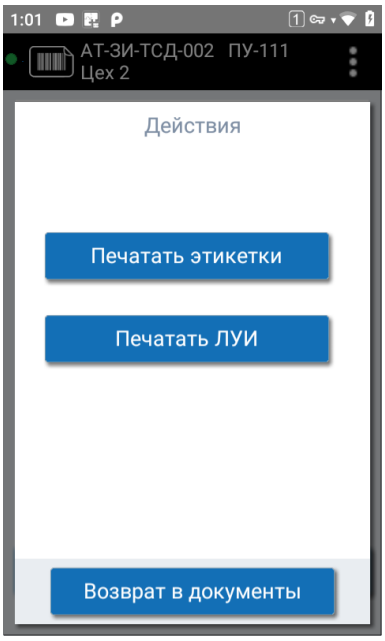

Рисунок 145. Меню «Действия» заказа на изготовление
4. Нажмите «Действия» → «Печатать этикетки» или «Печатать ЛУИ» (см. Рисунок 145), выберите принтер.